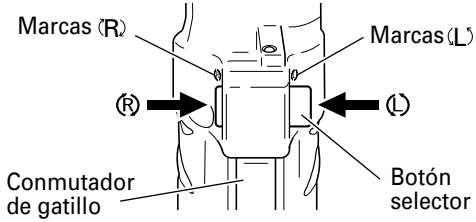

Fig. 6
El lado L (izq.) se usa para hacer girar la broca a la izquierda (Vea las Fig. 6). (Las marcas (L) y (R) están en el cuerpo del taladro.)